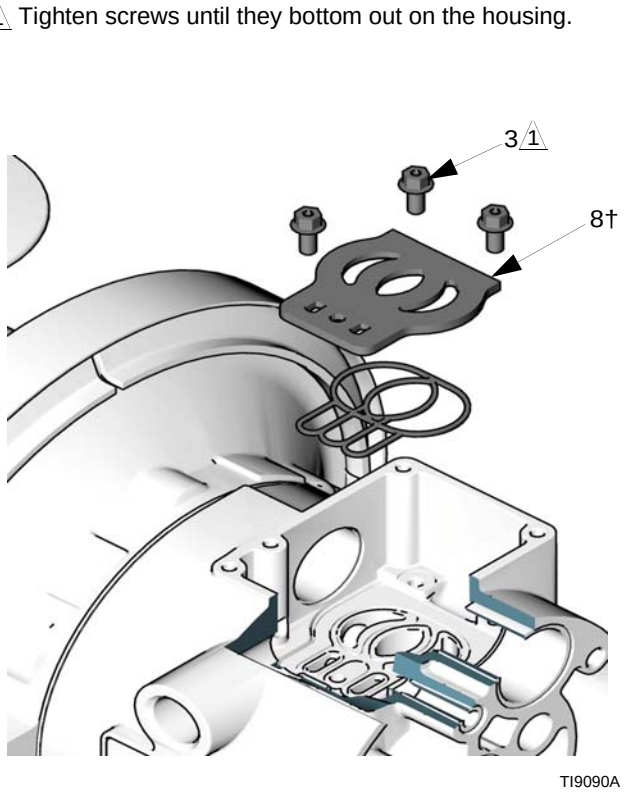

FIG. 8
5. Inspect the valve plate (8) in place. If damaged, use a Torx (T20) screwdriver or 7 mm (9/32 in.) socket wrench to remove the three screws (3). Remove the valve plate (8). See FIG. 8.
2. Install the valve plate (8†) in the cavity, seal down. Install the three screws (3), using a Torx (T20) screwdriver or 7 mm (9/32 in.) socket wrench. Tighten until the screws bottom out on the housing. See FIG. 8.